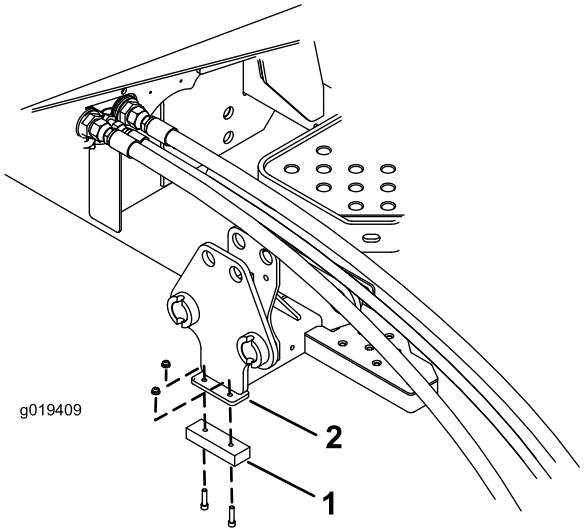

Bild 5
3. Befestigen Sie eine Stoßstange mit zwei Schrauben (1/4") und Muttern an der Unterseite der Halterung (Bild 5).